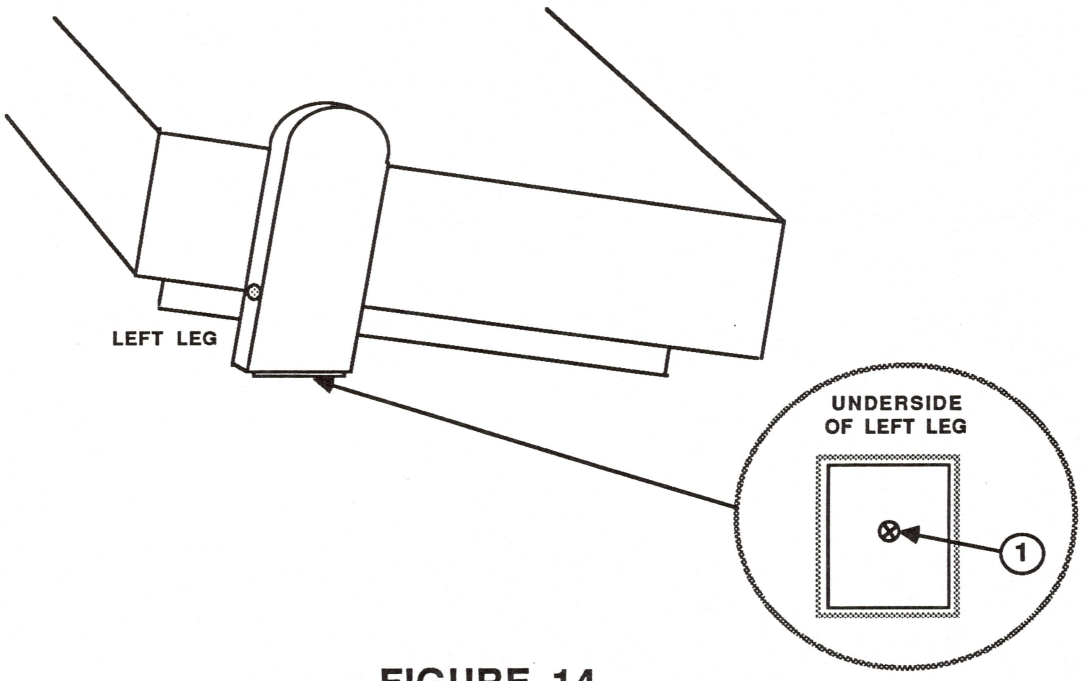

FIGURE 14
3. Remove the Phillips screw at the base of the left leg (see Figure 14, #1).
4. Turn the printer upside down and replace the Phillips screw (see Figure 14, #1).